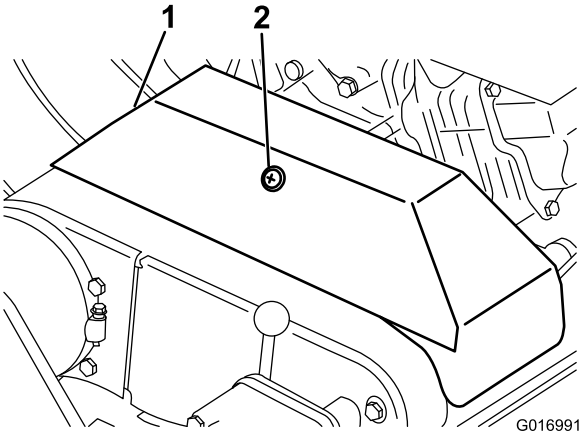

Figuur 32
3. Draai de borgschroef los waarmee de kap van de V-riem is bevestigd, en draai de kap open (Figuur 32).